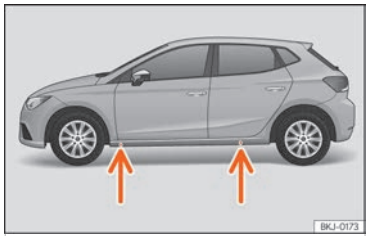

Fig. 191 Puntos de apoyo del gato.
- Busque en el larguero la marca del punto de apoyo del gato (zona hundida) más cercano a la rueda a cambiar ››› fig. 191.